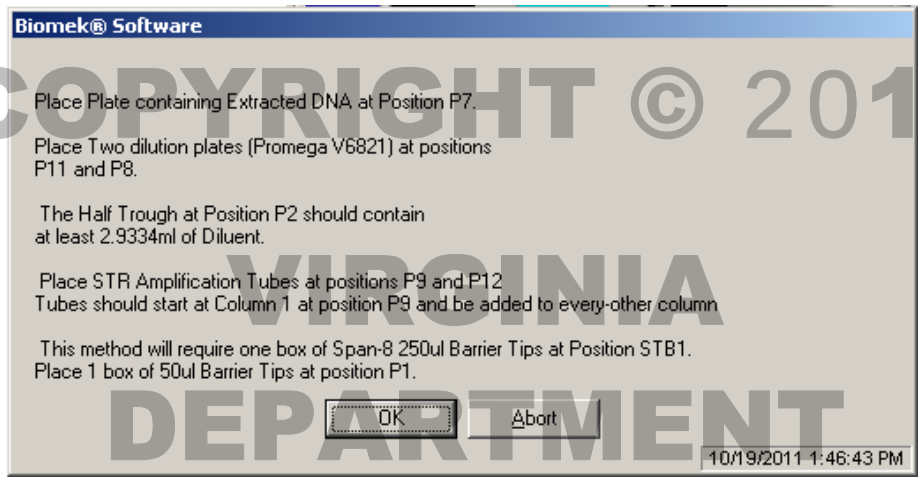

Figure 14. Prompt for plate placement on the deck, diluent volume and for the number of dilution plates needed.
5.4.16 After the Normalization Manager closes, there will be a prompt instructing the user to place labware on the deck and the volume of diluent (Type I water) needed, as shown in Figure 14. It will indicate whether for that particular plate of samples (with its range of DNA concentrations) one or two dilution plates will be needed. Click OK once the plates and diluent are placed on the deck in the